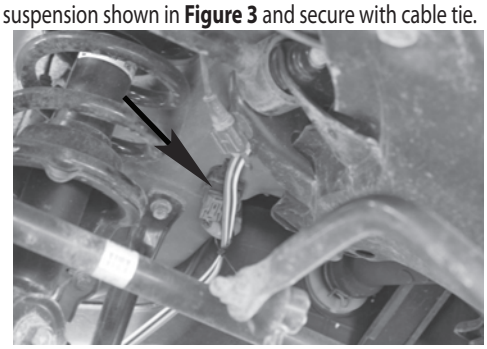

Figure 3
11. Underneath vehicle route 4-Flat wire above and around suspension shown in **Figure 3** and secure with cable tie.